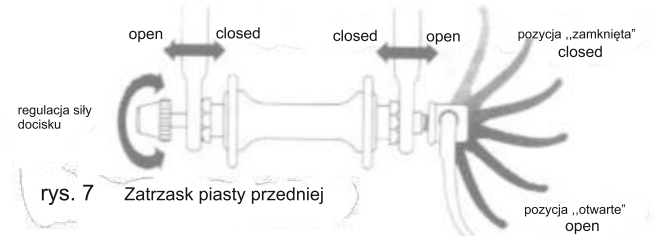

rys. 7 Zatrzask piasty przedniej
2) Obróć dźwignię zatrzasku koła z pozycji CLOSED (zamknięte) do pozycji OPEN (otwarte), (rysunek 7, 9 10).
1) Obróć dźwignię zatrzasku tak aby odchyliła się od koła (rysunek 7 i 10). To jest pozycja OPEN (otwarte).
Choć wygląda jak długa śruba z dźwignią na jednym końcu i nakrętką na drugim, zatrzask działa na zasadzie zacisku mimośrodowego i w ten sposób blokuje koło roweru na swoim miejscu (rys. 7).
2) Obróć dźwignię zatrzasku do pozycji OPEN (rys.7).